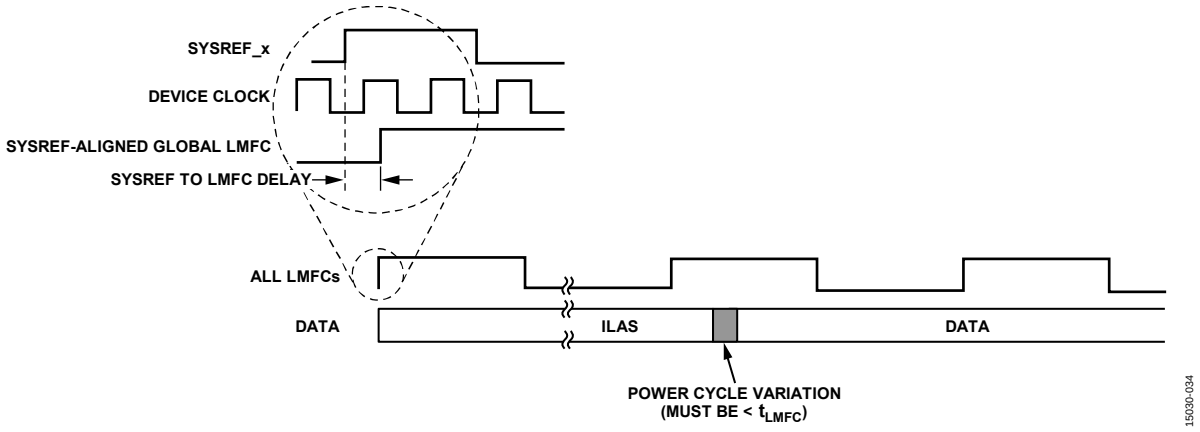

Figure 122. SYSREF_x and LMFC
The JESD204B protocol organizes data samples into octets, frames, and multiframes, as described in the Transport Layer section of this data sheet. The LMFC is synchronous with the beginnings of these multiframes. In Subclass 1 operation, the SYSREF_x signal is used to synchronize the LMFCs for each device in a link or across multiple links (within the AD9213, SYSREF_x signal also synchronizes the internal sample dividers). This is illustrated in Figure 122. The JESD204B receiver uses the multiframe boundaries and buffering to achieve consistent latency across lanes (or even multiple devices), and also to achieve a fixed latency between power cycles and link reset conditions.
- The total latency variation across all lanes, links and devices must be ≤1 LMFC periods (see Figure 122). This includes both variable delays and the variation in fixed delays from lane to lane, link to link, and device to device in the system.